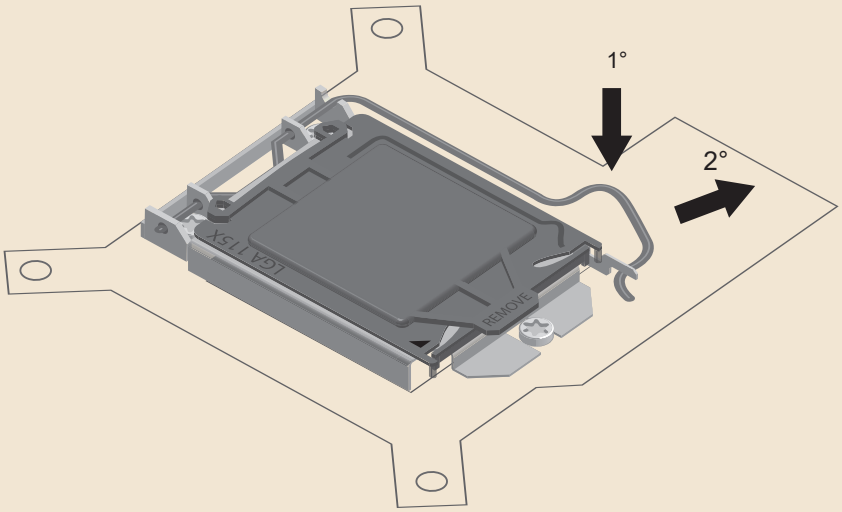

Figura 15.26: Destrave a alavanca.
1. Destrave a alavanca do soquete. Para isso, você deverá pressioná-la para baixo e movê-la ligeiramente para fora, como mostramos na Figura 15.26.